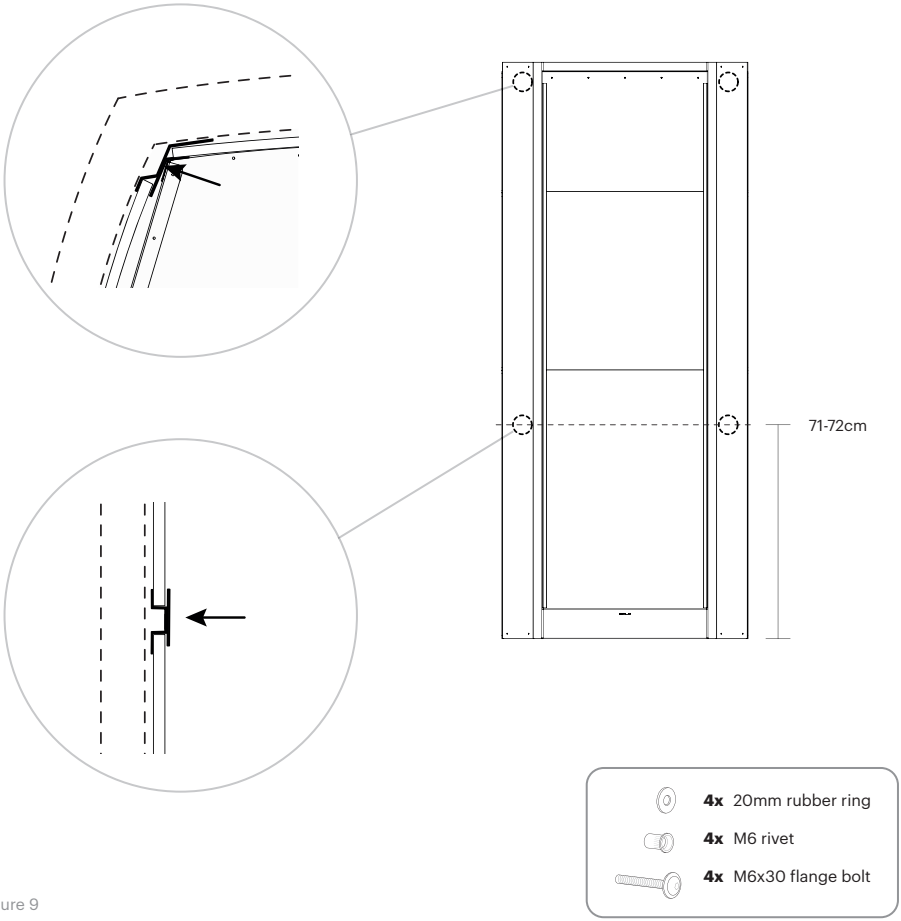

figure 9
6. When using our single evolution rail or evolution interior system mounting the shower will require a rivet and bolt construction for higher strength and faster disassembly. Position the shower at it final location and mark 2 holes at the upper corner and 2 holes at the middle section as indicated (fig 9). Make sure it aligns properly to the brackets(s). close of the bolt by adding therubber washer to secure full water tightness.